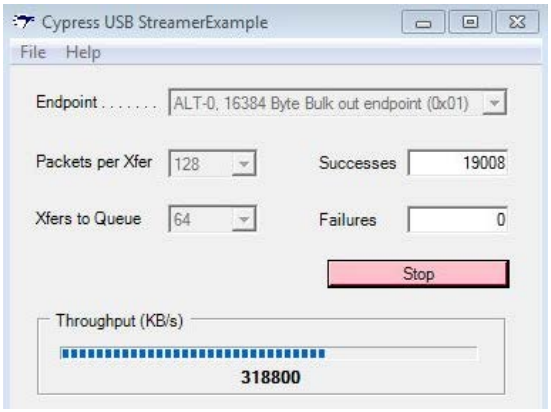

Figure 35 Streamer ユーティリティで表示されるストリーム OUT の転送速度
7. ストリーム OUT の場合、FPGA は FLAGC が 1 になることを待つ状態に入りました。FPGA はデータが使用可能になるとすぐに、FX3 の PIB_SOCKET_3 から連続的に読み出します。USB ホストから連続 Bulk OUT 転送を発行できます。Streamer ユーティリティ内の Bulk OUT エンドポイントを選択して **Start** ボタンをクリックしてください。転送速度が表示されます。**Figure 35** に示される転送速度は、Intel Z77 Express チップセットを搭載した Win7 64 ビット PC で観察されるものです。